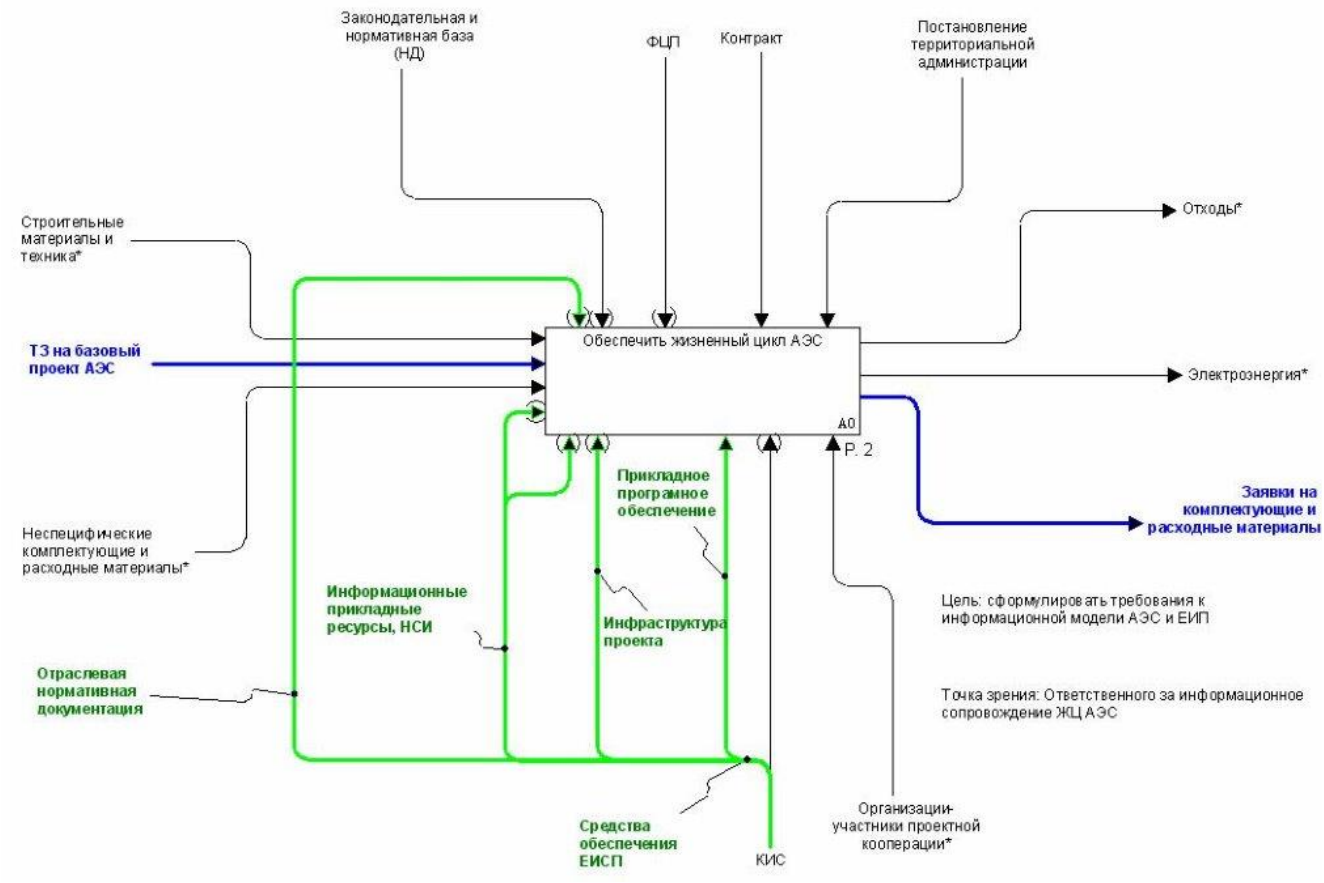

Рис. 1. Источники информации для базы данных проекта
1. Организация новой мобильной проектной среды — инжинирингового центра на базе комплексной технологии проектирования объекта в едином информационном пространстве, которое основано на проектной базе данных, целью которой, в свою очередь, является обеспечение жизненного цикла проекта (рис. 1). Преимуществом этого варианта является то, что при создании организационно-функциональной структуры проектного офиса «с нуля» закладываются принципиально новые проектные технологии, учитывающие современные программно-аппаратные методы получения и управления инженерными данными при совместной работе проектировщика, заказчика и подрядных организаций, участвующих в проектировании, строительстве и эксплуатации объектов.